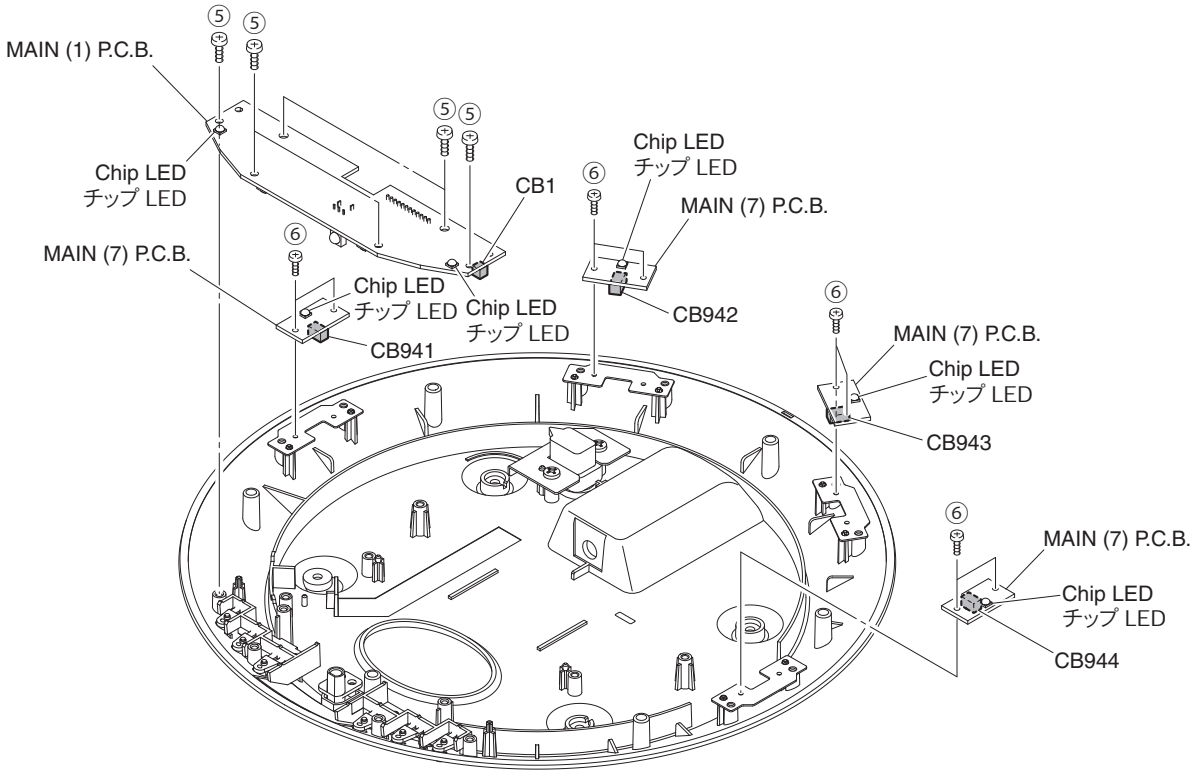

Fig. 4
4. Removal of MAIN (1) and (7) P.C.B.s (Fig. 4)
a. Remove 6 screws (⑤).
* If MAIN (1) P.C.B., MAIN (7) P.C.B. or the chip LED on the P.C.B. has been replaced, check for following LED lighting conditions after turning on the power.
* It is recommended to replace MAIN (7) P.C.B. or chip LED on the P.C.B. with new ones, at all 4 locations.
* The same parts are installed on MAIN (7) P.C.B. Therefore, installed MAIN (7) P.C.B. vary in the order depending on products.
4. MAIN（1）、（7）P.C.B. の外し方（Fig. 4）
a. ⑤ のネジ 6 本を外します。
d. ⑥ のネジ 8 本を外します。